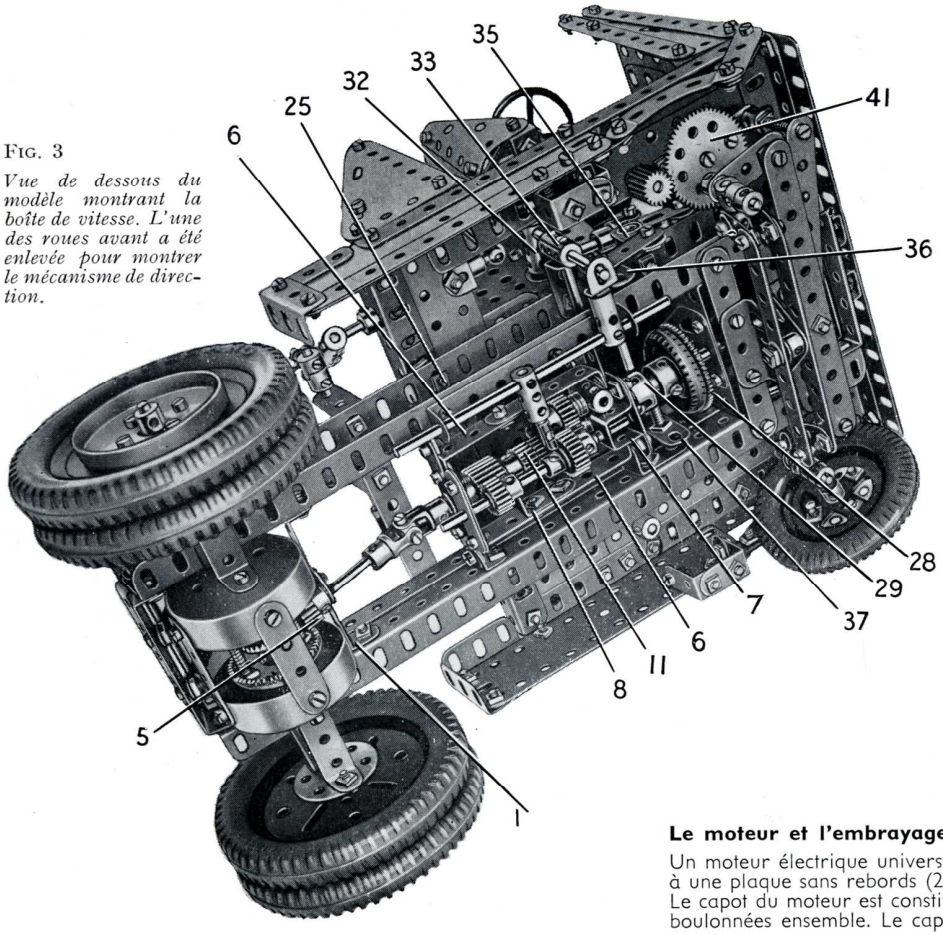

Fig. 3
Construction du modèle : le châssis (Fig. 3)
Chaque longeron est constitué par deux cornières et par une poutrelle plate de 25 trous boulonnées ensemble, de façon à former une poutrelle en U. Les longerons sont réunis à chaque extrémité par deux bandes coudées de 60×12 mm. et une bande coudée identique (1) est fixée entre les poutrelles (fig. 3).
L'essieu-moteur et le différentiel (Fig. 3, 4 et 5)
Détails de la boîte de vitesses (Fig. 3 et 5)
Le châssis de la boîte de vitesses est constitué par deux bandes coudées de 75×38 mm. (6) (fig. 3) fixées ensemble par leurs rebords, tandis qu'une poutrelle plate de 3 trous est boulonnée par ses trous allongés à chaque extrémité du châssis. A une extrémité, une bande coudée de 60×25 mm. boulonnée sur le châssis est tenue par les mêmes boulons que la poutrelle plate, et un cavalier (7) est fixé sur la poutrelle plate. A l'extrémité opposée, une bande de 5 trous est fixée par les mêmes boulons que la poutrelle plate et elle est réunie au châssis par des équerres. Une équerre de 25×25 mm. (8) est fixée sur l'un des côtés du châssis de la boîte de vitesses.
Le moteur et l'embrayage (Fig. 3, 5 et 7)
Le mécanisme de direction (Fig. 3, 5, 6 et 7)